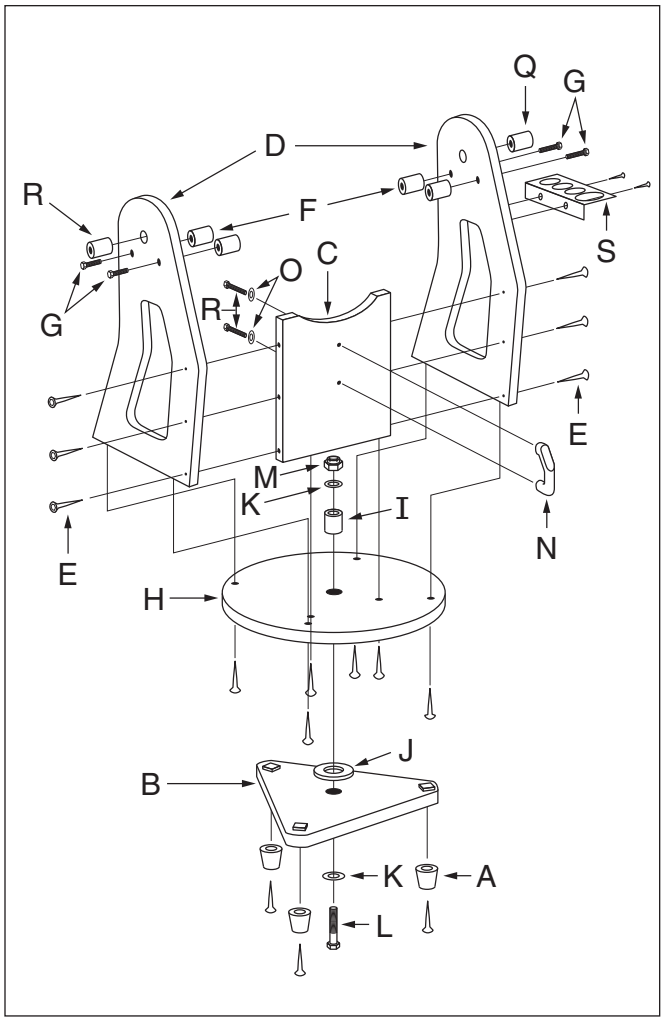

Abbildung 3. Explosionsdarstellung der XT PLUS Dobson Basisbaugruppe.
Beziehen Sie sich während der Montage der Basis auf **Abbildung 3**. Die Basis muss nur einmal montiert werden, es sei denn, Sie zerlegen die Teile für eine längerfristige Lagerung. Die Montage dauert ca. 30 Minuten und erfordert einen Kreuzschlitz-Schraubendreher, zwei enthaltene Gabelschlüssel, und den/die mitgelieferte(n) Sechskantschlüssel.
9. Setzen Sie eine Metallscheibe (K) auf die Sechskantschraube (L), und schieben Sie die Schraube von unten durch die Buchse in der Mitte der Grundplatten, wie in **Abbildung 3** dargestellt.